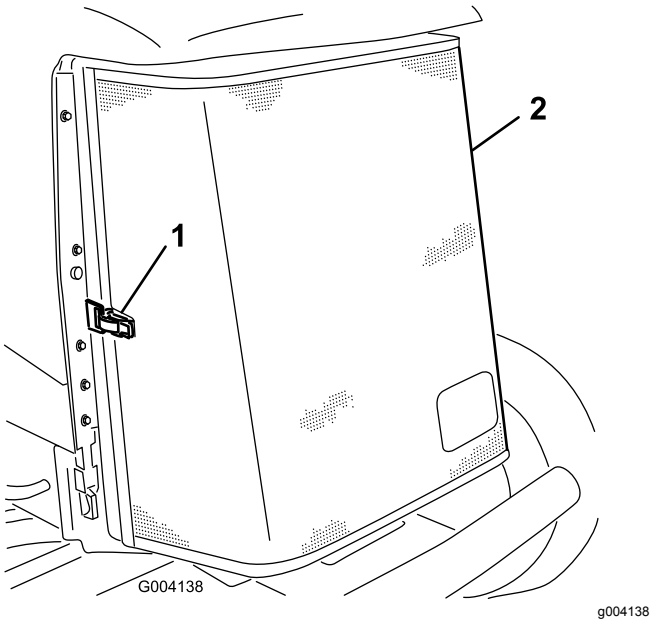

Figur 57
3. Lås klemmen op, og drej kølergitteret for at åbne det (Figur 57).